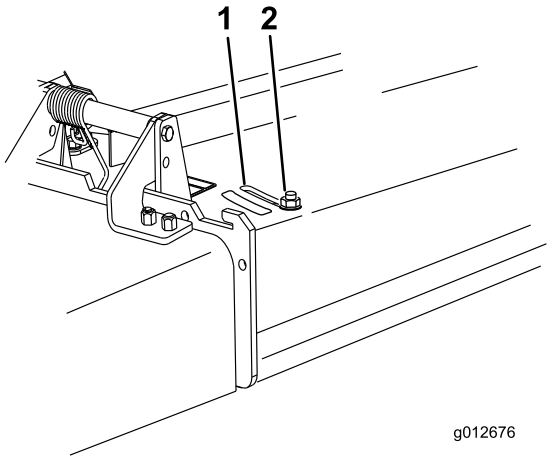

Figur 29
3. Justera skärmen genom att lossa muttern (Figur 29).